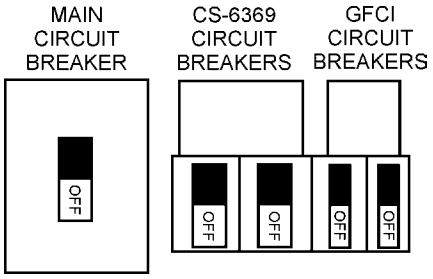

Figure 50. Main, GFCI and Load Circuit Breakers Off
1. Place both the **MAIN, GFCI and LOAD** circuit breakers as shown in Figure 50 to the **OFF** position.
2. To shut-down the engine in the event of an emergency, switch the **MAIN**, **GFCI** and **LOAD** (Figure 50) circuit breakers to **OFF** position.